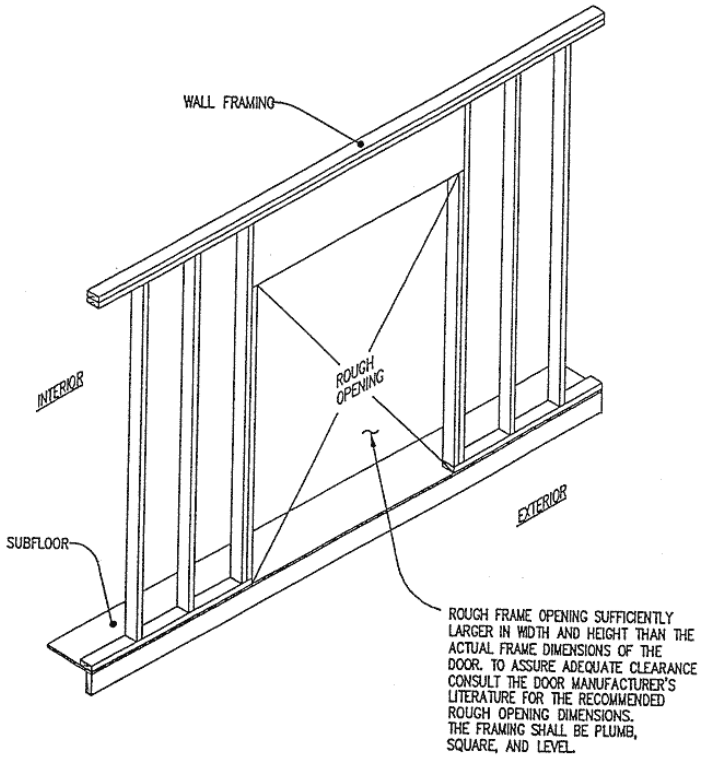

Fig. 1. Rough Door Opening
5.1 ***Framing Requirements*** - The rough framed opening to receive the door shall be sufficiently larger in width and height than the actual frame dimensions of the door. To assure adequate clearance, the framer shall consult the manufacturer's literature for the recommended rough opening dimensions. The framing shall be plumb, square and level, (See Figure 1). In addition, the condition of the area where the sill is to be installed shall be level, flat and free of voids, holes, chipping, or other conditions which will not allow for sealant to maintain continuous contact (See Figures 2 & 3).